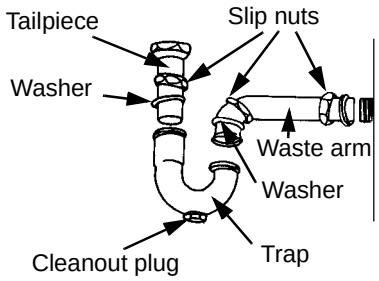

Figure 4-14. P-Trap Connection
Step 4. Connect the P-trap between the rough-in waste outlet and the tailpiece *(Figure 4-14)*. All connections should be made with washers and slip nuts to form leakproof joints.